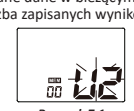
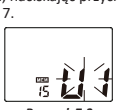

Rysunek 7-1
Rysunek 7-2
b. Alternatywnie, w trybie zegara naciśnij „MEM", aby wyświetlić zapisane wyniki. Bieżący bank pamięci zacznie migać, a liczba zapisanych wyników zostanie wyświetlona. Zobacz rys. 7-1. Naciśnij przycisk „START", aby przełączyć na inny bank. Zobacz rys. 7-2. Naciśnij „MEM", aby potwierdzić wybór. Bank zostanie też potwierdzony automatycznie po 5 sekundach bezczynności.